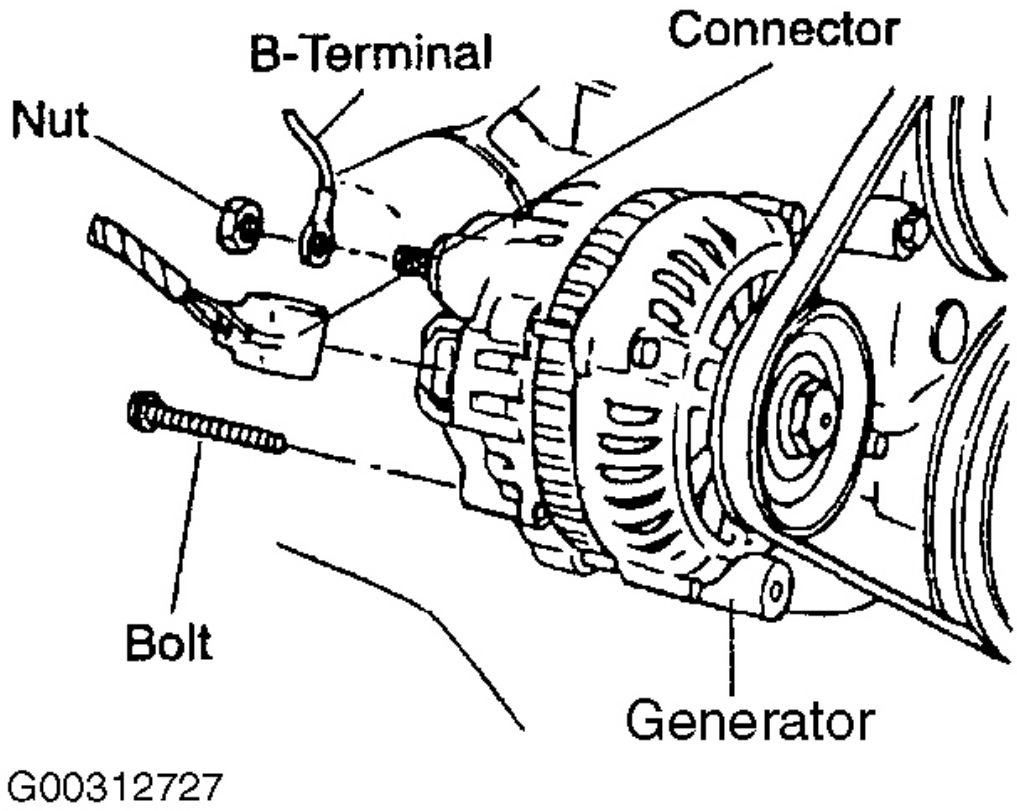

Fig. 4: Desconectar Generador de conector
5. conector del generador Desconectar. Ver **Fig. 4** .